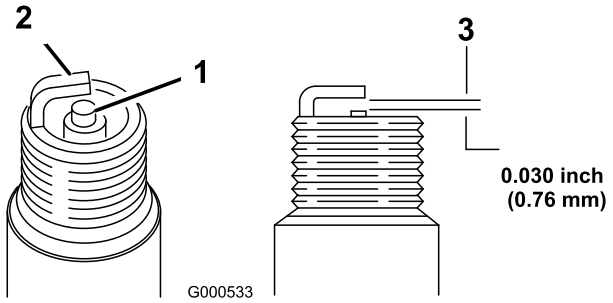

Figur 37
1. Se på midten av tennpluggen (Figur 37). Hvis du ser en lysebrun eller grå farge på isolatoren, fungerer motoren som den skal. Et svart belegg på isolatoren betyr som regel at luftrenseren er skitten.
2. Sjekk avstanden mellom elektroden i midten og elektroden på siden (Figur 37). Bøy elektroden på siden (Figur 37) hvis avstanden er feil.